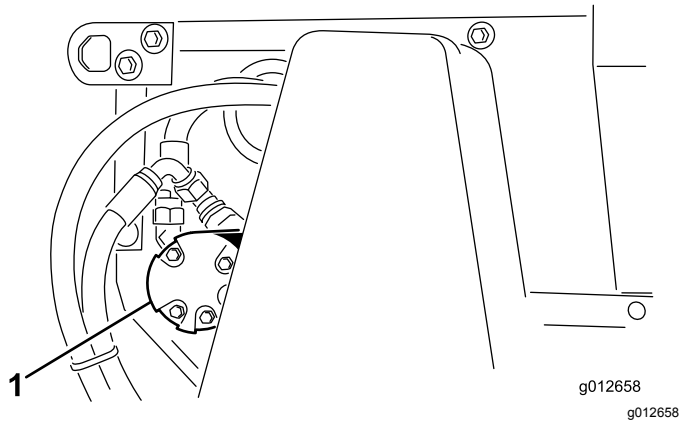

Figur 39
2. Lossa muttrarna som fäster borstmotorn (Figur 39) på maskinens vänstra sida.